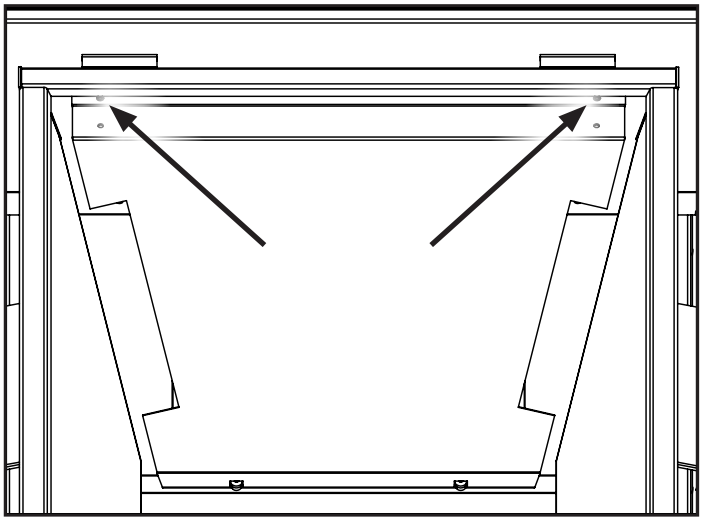

Figure 48. Baffle Screws.
2. Remove the firebox baffle by unscrewing the two screws indicated in Figure 48 using a T20 screwdriver. Lower the front of the baffle down and then lift it out of the two locating screws at the rear of the firebox.